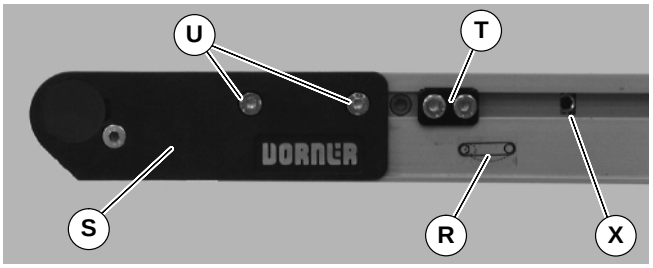

Figure 25
1. On tension end of the conveyor, identified with a label (R of Figure 25), adjust head plate assembly (S): On both sides of conveyor, loosen fastening screws (U) and rotate pinion gear (X) to adjust head plate assembly.
3. After adjusting proper tensioning, tighten fastening screws (U of Figure 25) on both sides of conveyor to 7 Nm.
4. If equipped with cam tracking assemblies (T of Figure 25), position against head plates and adjust belt tracking. Refer to “Conveyor Belt Tracking” on page 12.